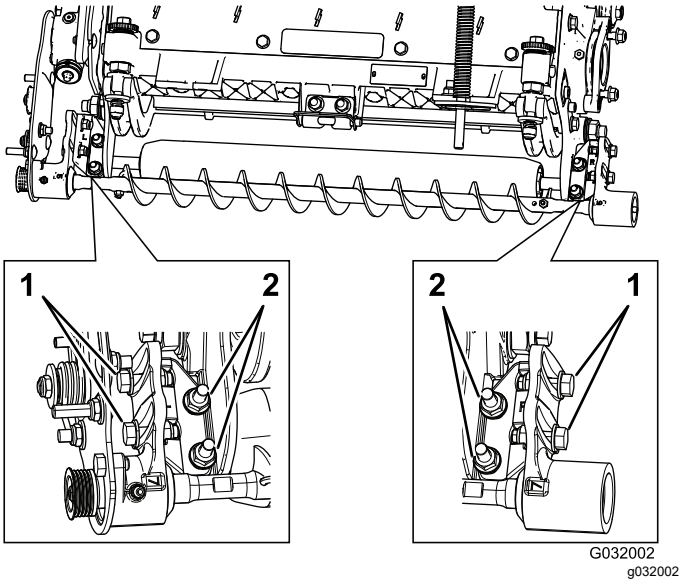

Figura 13
A. Desaperte as (2) porcas flangeadas de retenção que fixam o suporte de montagem da escova do rolo à placa lateral da unidade de corte (Figura 13).
B. Rode a caixa de rolamentos da escova do rolo, até que a placa da escova fique paralela à placa lateral da unidade de corte (Figura 13).
C. Aperte as duas porcas de bloqueio flangeadas que fixam o suporte de montagem da escova do rolo à placa lateral da unidade de corte (Figura 13).
1. Desaperte os dois parafusos que fixam a caixa de rolamentos da escova do rolo ao suporte de montagem do mesmo (Figura 13).